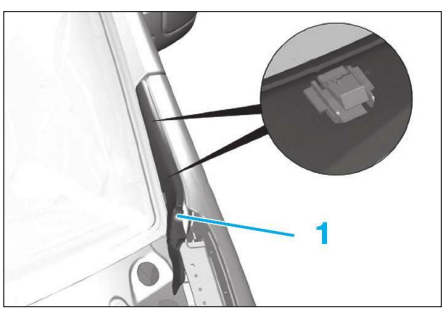

**FIG. 1**
- les enjoliver des compas de capot moteur (1) **(Fig.1)**.